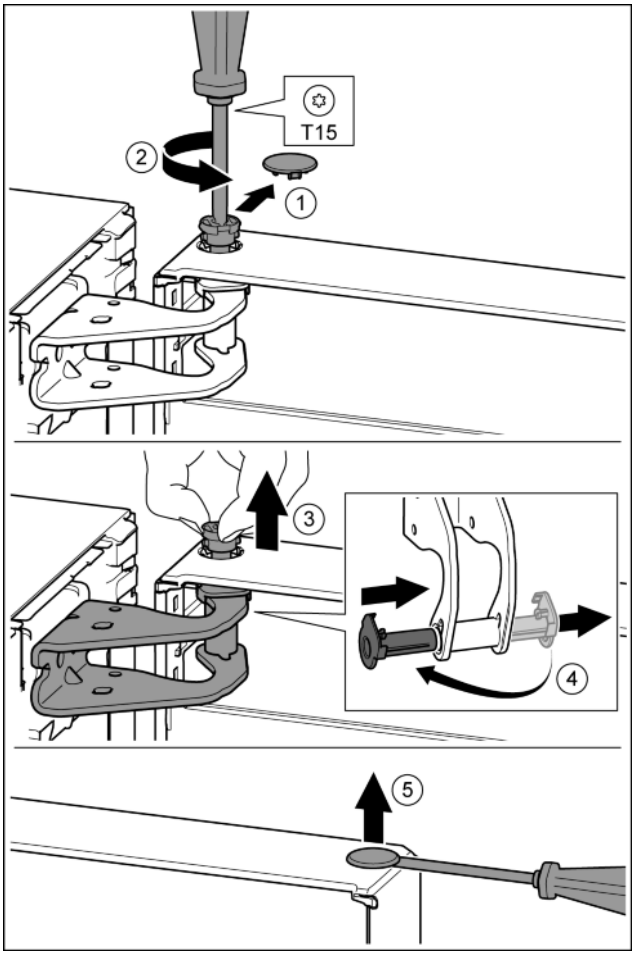

Fig. 13
- ▶ Осторожно снять предохранительную крышку. *Fig. 13 (1)*
- ▶ Немного выкрутить палец отверткой T15. *Fig. 13 (2)*
- ▶ Удерживать дверь и вытянуть палец рукой. *Fig. 13 (3)*
- ▶ Опорную втулку вывести из направляющей. Установить и зафиксировать с другой стороны. *Fig. 13 (4)*
- ▶ Осторожно приподнять шлицевой отверткой заглушку из опорной втулки двери и вынуть. *Fig. 13 (5)*